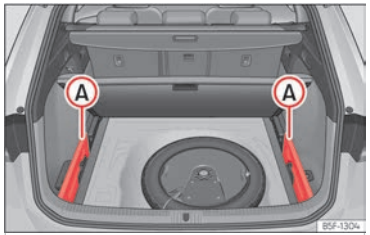

Fig. 194 En el maletero: alojamiento para guardar la bandeja enrollable.
- Extraiga las tapas izquierda y derecha ››› fig. 194 Ⓐ.